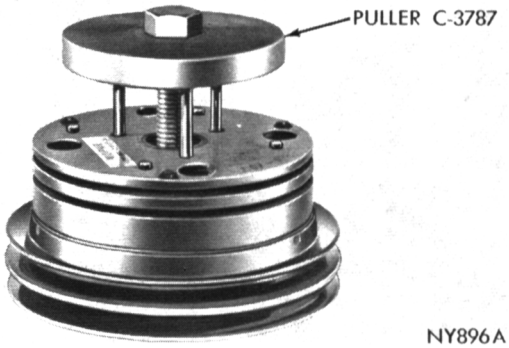

Fig. 52—Removing Hub and Shoe Assembly
(1) Remove the small snap ring from the drive hub with Tool C-3128 or equivalent.
(2) On Warner clutch, install drive hub puller Tool C-3787 aligning the three pins of the Tool in the three holes in the hub and shoe assembly. Tighten the hex head bolt down until the drive hub is removed from the bearing (Fig. 52).